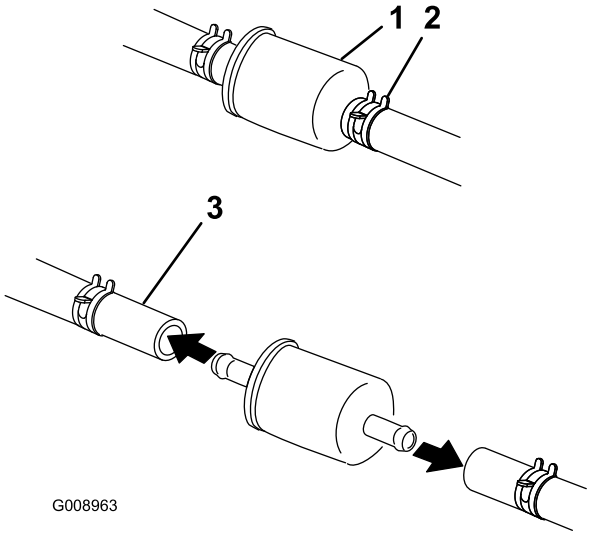

Figuur 58
5. Sluit de brandstofafsluitklep onder de stoel (Figuur 58).
6. Druk de uiteinden van de slangklemmen naar elkaar toe en schuif ze weg van het filter (Figuur 58).
8. Monteer een nieuw filter en schuif de slangklemmen terug tot dicht bij het filter (Figuur 58).